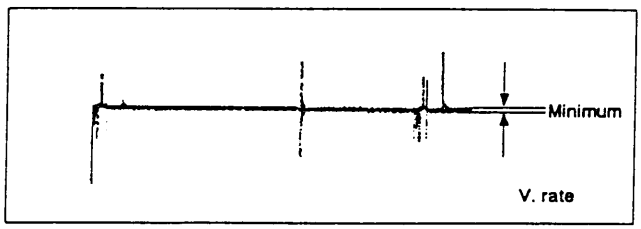

Fig. 3-1-11 YNR level
3) If necessary, replace R18 with the variable chip resistor NVP1301-152N and adjust it for minimum DC step difference, as in Fig. 3-1-11.